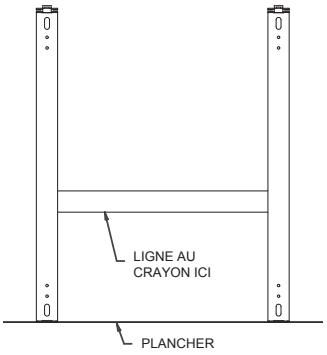

FIGURE 1
2. Appuyez le support mural sur le sol, au mur où l'appareil sera installé et tracez SOUS la barre horizontale du support murale une ligne temporaire à l'aide d'un crayon. (FIGURE 1)